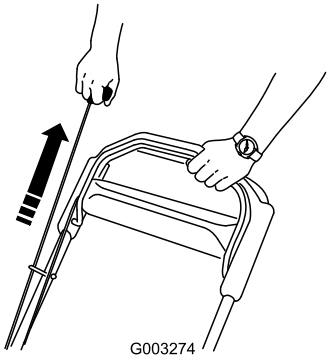

Figura 18
3. Tirate la maniglia di avviamento (Figura 18).